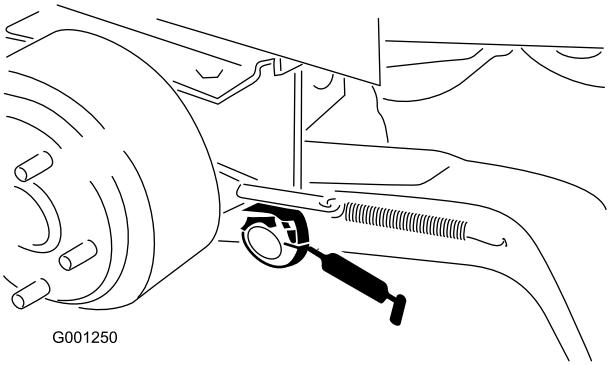

**Figur 37**
- Løftearmsdrejebøsninger (Figur 37)